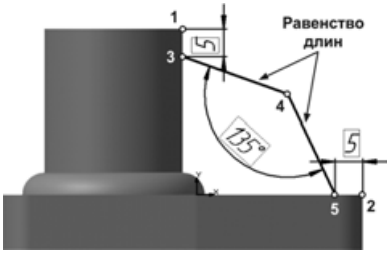

Рис. 6.93
- Проставьте линейные и угловой размеры и задайте значения, показанные на рис. 6.93. На отрезки 3-4 и 4-5 наложите параметрическую связь **Равенство длин**. Закройте эскиз и установите ориентацию **Изометрия XYZ**.